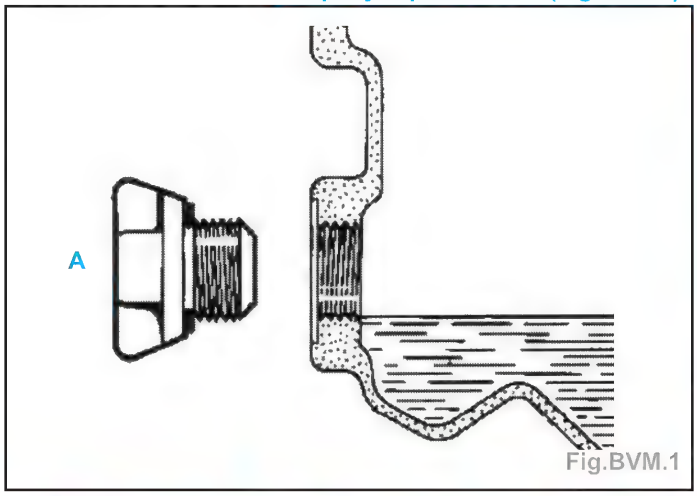

Fig.BVM.1
- Niveau ..... Remplir jusqu'à l'orifice (Fig.BVM.1)